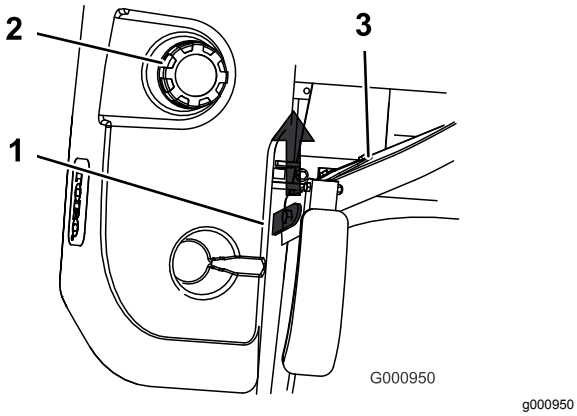

**Figuur 14**
3. Zet de stoel omhoog (Figuur 14).